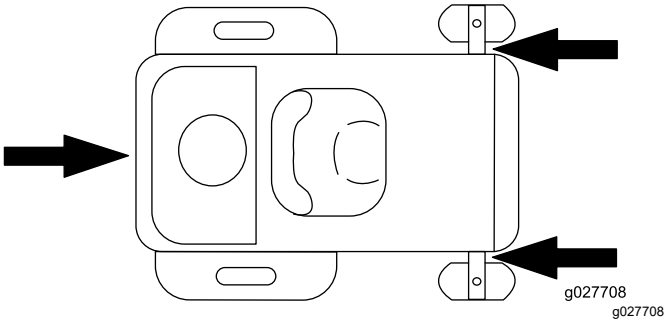

Figura 27
6. Amarre la máquina junto a las ruedas giratorias delanteras y el guardabarros trasero con correas, cadenas, cables o cuerdas (Figura 27). Consulte la normativa local respecto a los requisitos de amarre.